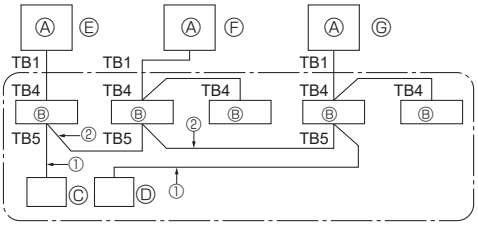

Fig. 9-1
9. Sistema de control (Fig. 9-1)